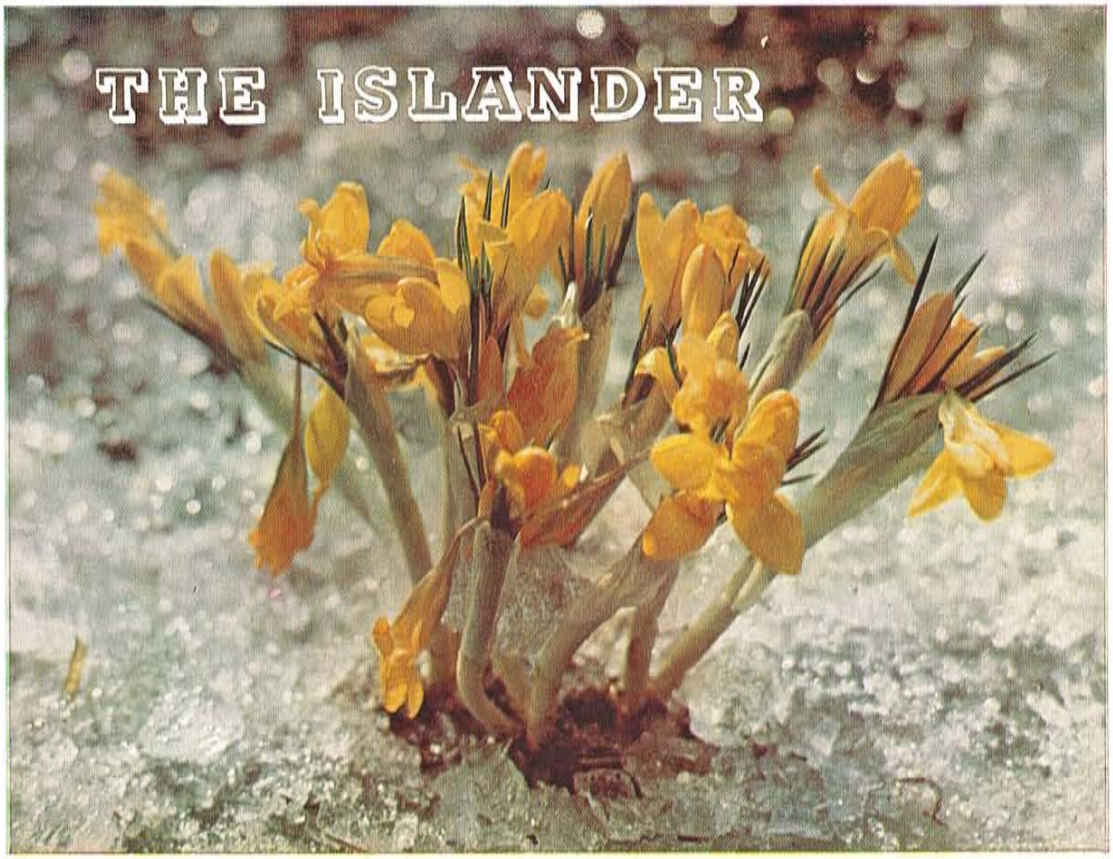

Fig. 43
D) **Negative Schrift im 4-Farbensatz** (Fig. 43)